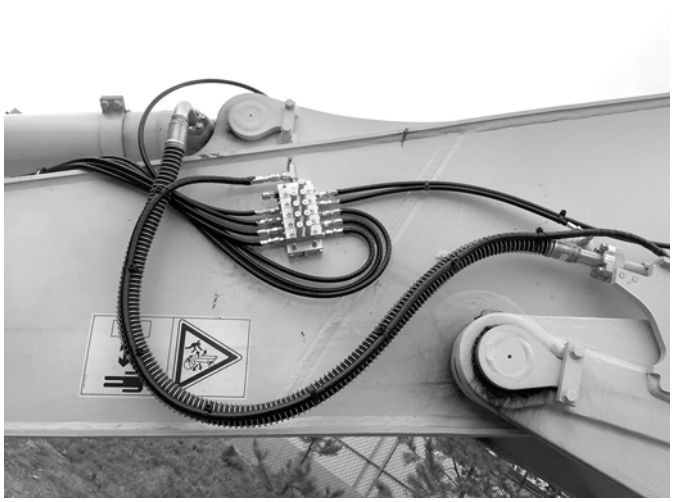
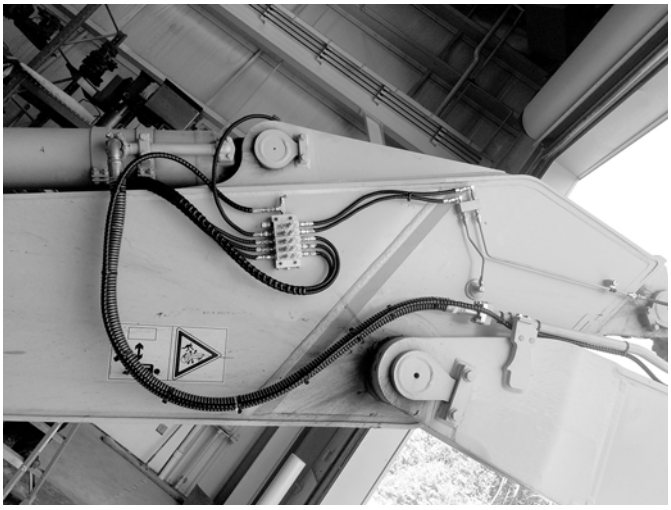

FIG. 15: PC210-11/PC240-11/PC290-11 Models
FIG. 16: PC360-11/PC390-11/PC490-11 Models
3. Install Arm and Bucket Valve to the equipment using bolts included in the kit (FIG. 15 - FIG. 16).